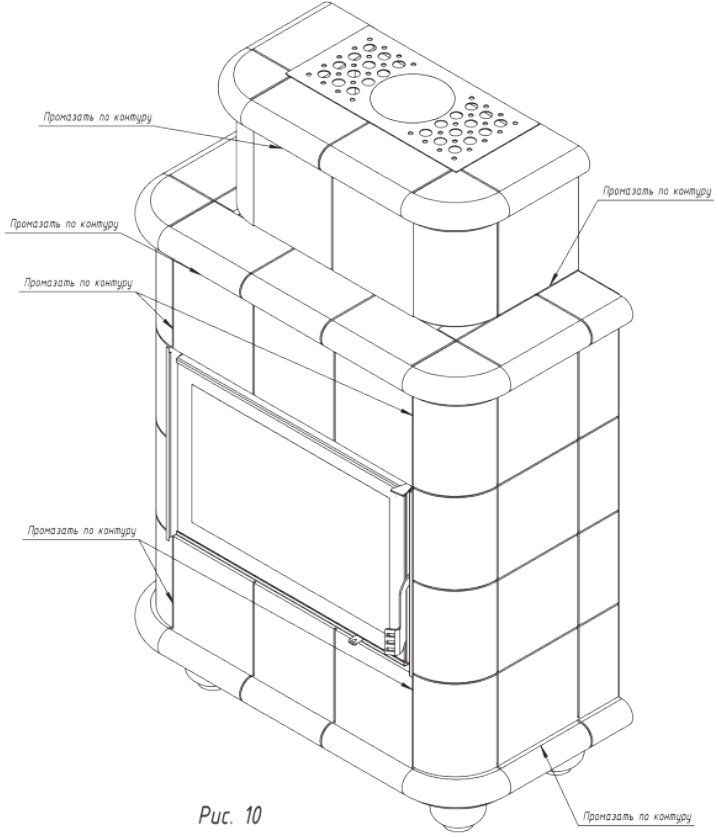

Рис. 10
12. Стыковочные русты (швы) в местах примыкания панелей (указаны на чертеже стрелками) промазать силиконовым термостойким герметиком, входящим в комплект поставки (Рис. 10)